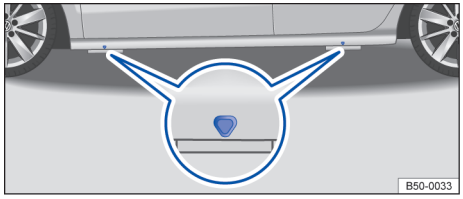

图 150 千斤顶的支撑点
千斤顶仅允许支撑在车身上标记后方的底板加强件上 →图 150。在每个车轮旁都有相应的支撑点 →⚠。
6. 找到距待更换车轮最近的千斤顶支撑点 →图 150。